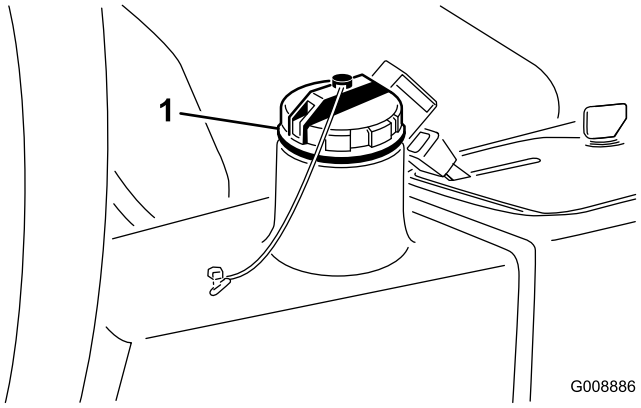

Figur 58
3. Fyld beholderen (Figur 58) med ca. 22,7 liter hydraulikvæske. Se afsnittet Kontrol af hydrauliksystemet.